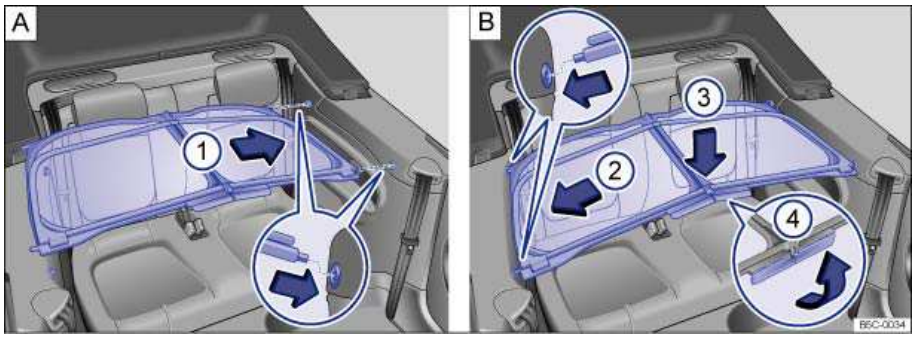

Fig. 37 A: Sliding in the bars on the wind blocker. B: Sliding in the locking pins.
- Insert both pins on the driver side of the wind blocker into the holes in the side trim panel above the rear seats ⇒ fig. 37 **A** (1) (magnified area).
- Fold the handle **B** (4) at the front center of the wind blocker upward in the direction of the arrow and hold it in place.
- Insert both pins on the wind blocker on the front passenger side into the holes in the side trim panel above the rear seats **B** (2) (magnified area).
- Press down lightly on the center of the wind blocker **B** (3) until it locks into place.